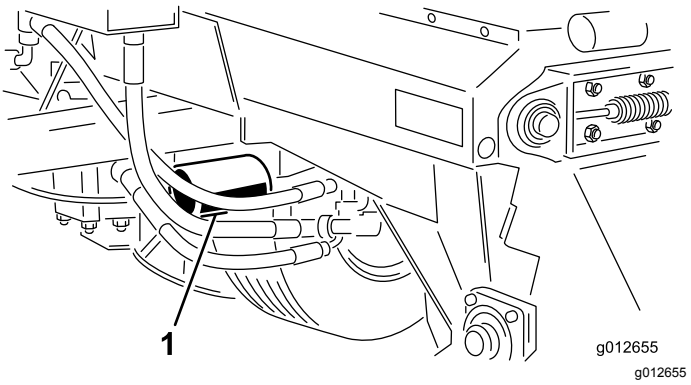

Rysunek 36
2. Wyczyść obszar wokół filtra i kolektora układu hydraulicznego, umieść miskę spustową pod filtrem i wymontuj filtr (Rysunek 36).